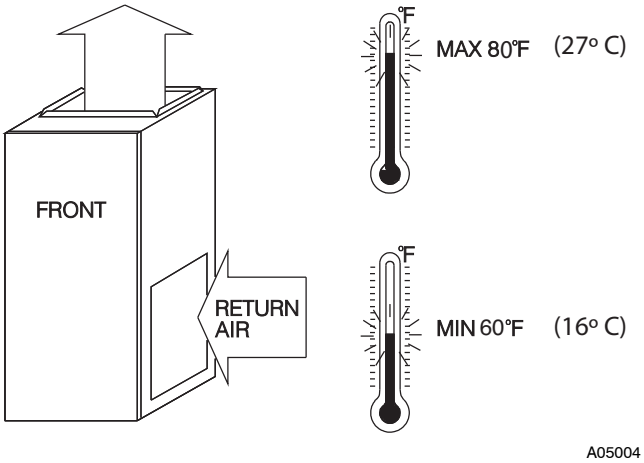

Fig. 2 - Return-Air Temperature
f. Determine location of field drain connection. (See Fig. 2 or 6)